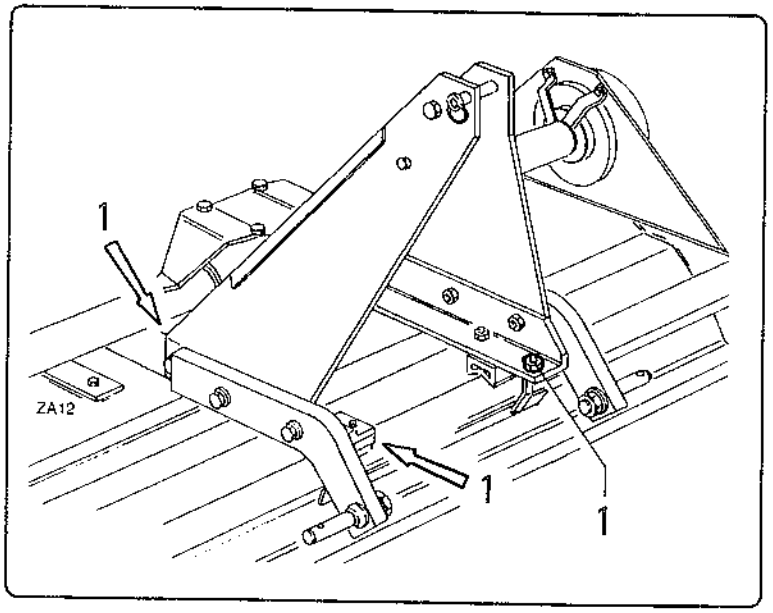

fig. 5.6.3
- *loosen nuts "1" fig. 5.6.3 without completely unscrewing them.*